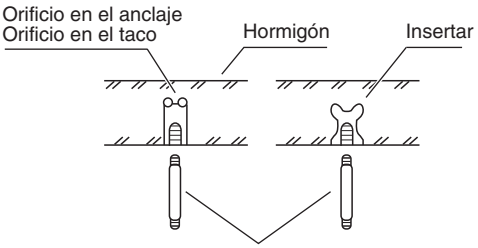

Fig. 3-3
- Inserte pernos de suspensión (Fig. 3-3).
(2) Atornille los pernos de suspensión, dejando que sobresalgan del techo (Fig. 3-3). (Si es necesario, corte el material del techo).